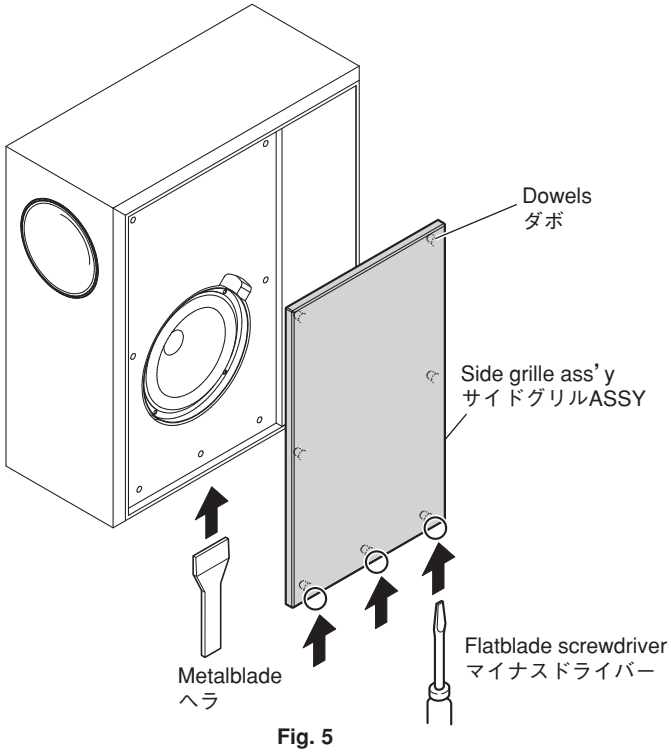

Fig. 5
a. First, insert a flatblade screwdriver at 3 dowel positions and push up the side grille ass'y. (Fig. 5)
b. Next, using the metalblade or the like, push the side grille ass'y upward until it comes off. (Fig. 5)
a. 最初にマイナスドライバーを 3 箇所のダボ位置へ差し込み、サイドグリル ASSY を押し上げます。(Fig. 5)
b. 次にヘラ等を使い、徐々に上面へ押し上げて、サイドグリル ASSY を取り外します。(Fig. 5)